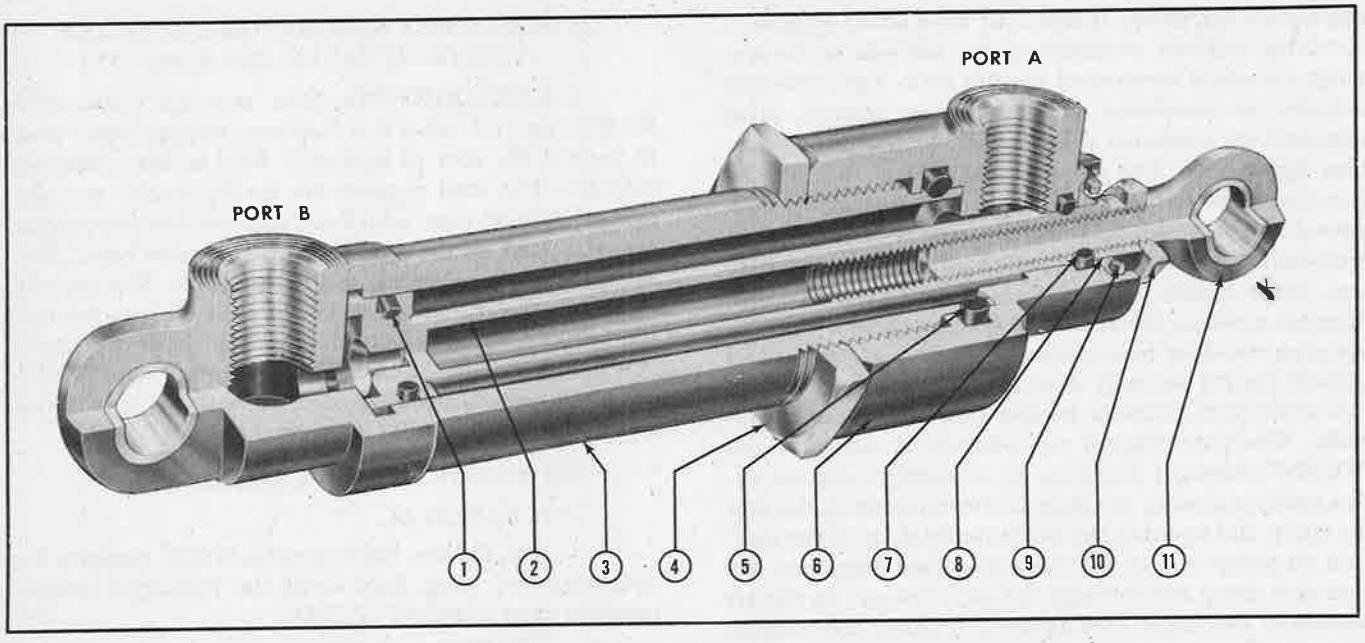

Figure 440—Nonram Carburetor Air-Filter Actuating Cylinder Assembly
(See figure 440.)
2. DISASSEMBLY.—Do not attempt to disassemble the actuating cylinder in the field. When the cylinder is disassembled, refer to figure 440. Do not clamp the cylinder barrel in a vise during disassembly but use a wooden clamp as described in this paragraph 13.*c.*(3)*(b)2.*
(e) TESTS BEFORE INSTALLATION.—Refer to figure 440 for fluid leak tests of the non-ram carburetor air-filter actuating cylinder.
1. ASSEMBLY.—To assemble the actuating cylinder, refer to figure 440. Use care when installing the packing to prevent cutting or shearing the packing.
6. Reassemble the actuating cylinder and test for fluid leaks as specified in figure 440.